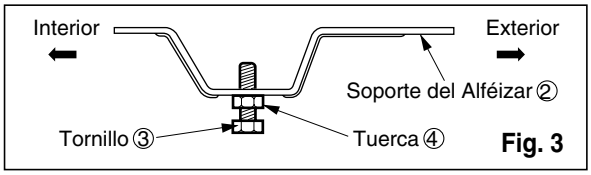

Fig. 3
2. Instale la bandeja de drenaje por encima de la esquina de la tapa de donde retiró el tapón con 4 (o 2) tornillos.(Ver Fig.3)
3. Conecte la manguera de drenaje a la salida situada en la parte inferior de la bandeja de drenaje. Puede adquirir una manguera de drenaje o una tubería apropiada en su localidad que satisfaga sus necesidades particulares (la manguera no se suministra).(Ver Fig.3)
4. Seleccione la conexión más apropiada entre las figuras siguientes (teniendo en cuenta el orificio de la unidad) para acoplar la bandeja de drenaje en su unidad.(Ver Fig.3)
3. Ligeramente ensamble el soporte del alfeizar usando las partes de la fig. 3.